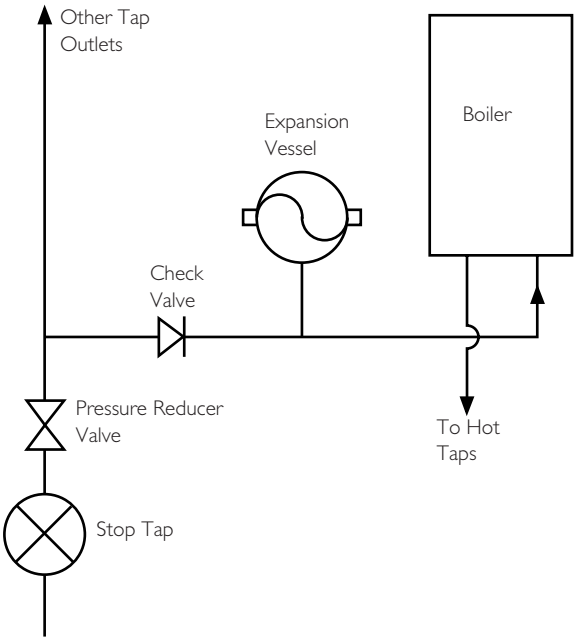

Fig. 7
## 6.8 Domestic Hot Water Circuit (Fig. 7)
3. A single check valve must be fitted as shown in Fig. 7 to prevent backflow to the supply pipe and to ensure the efficient operation of the expansion vessel which is required to accommodate the thermal expansion of the water.